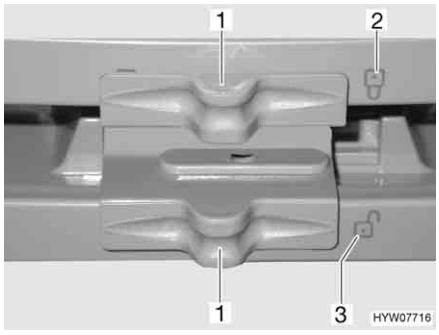

Fig. 146 Locking of the refrigerator door/freezer compartment door (Dometic 7 series with separate freezer compartment)
- Push the lock (Fig. 146,1) to the side, so that the open lock "🔓" (Fig. 146,3) is completely visible.
- Push the lock (Fig. 146,1) to the side, so that the closed lock "🔒" (Fig. 146,2) is completely visible.